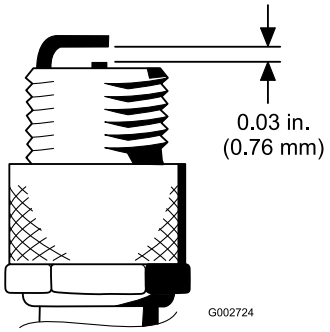

**Figuur 28**
4. Zorg ervoor dat de elektrodenafstand tussen de centrale elektrode en de massa-elektrode 0,76 mm bedraagt (Figuur 28). Plaats een bougie met de juiste elektrodenafstand en monteer deze met een pakkingafdichting. Draai de bougie vast met een torsie van 23 Nm. Als u geen momentsleutel gebruikt, moet u de bougie stevig vastdraaien.